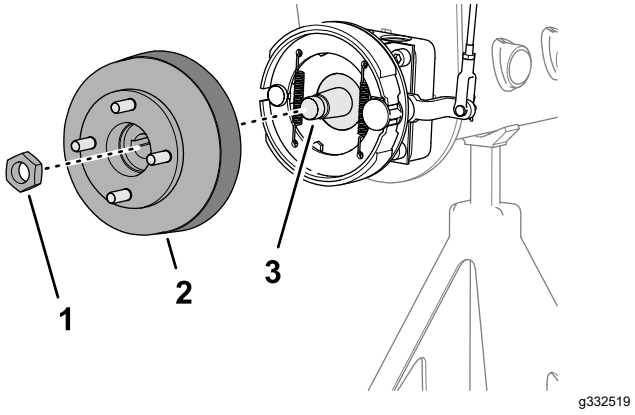
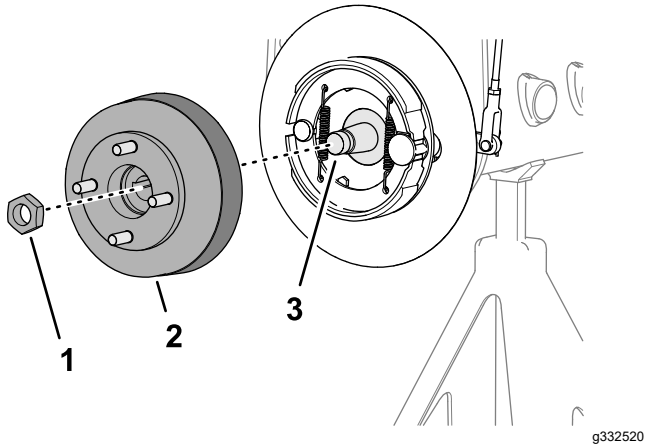

**Figur 65**
**Figur 66**
1. Fjern låsemøtrikken, der fastgør navet til hjulmotorakslen (Figur 65 eller Figur 66).
4. Anvend den angivne hjulnavaftrækker til at fjerne hjulnavet og bremsetromlen fra hjulmotorakslen (Figur 65 eller Figur 66).